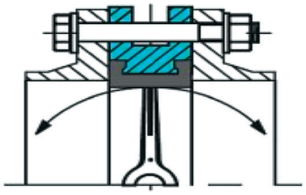

Рис. 2 (неправильно)
2. В случае использования фланцев с внутренним диаметром больше номинального диаметра затвора фланцы не будут полностью закрывать седловое уплотнение, что может привести к повреждению и деформации седлового уплотнения (рис. 2).